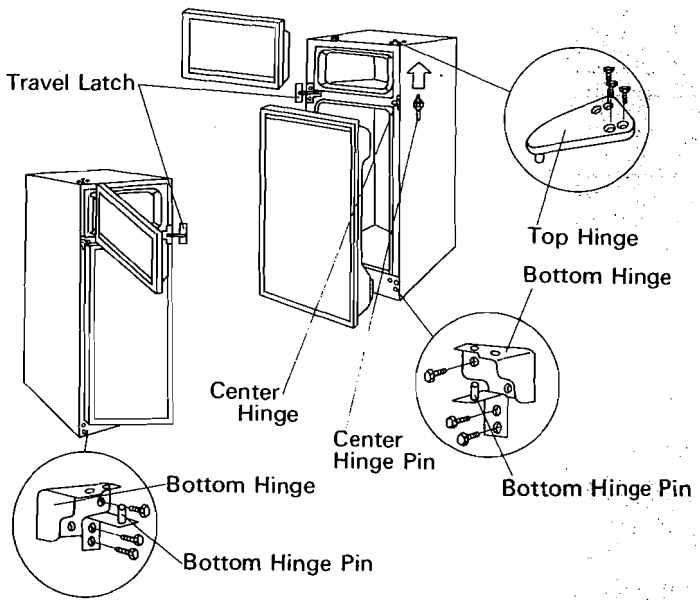

Fig. 36
a) Following 1 – 6 of Changing Door Openning, remove FREEZER FOOD STORAGE DOOR, TOP HINGE, CENTER HINGE, CENTER HINGE PIN, BOTTOM HINGE and BOTTOM HINGE PIN. (Refer to Fig. 36)